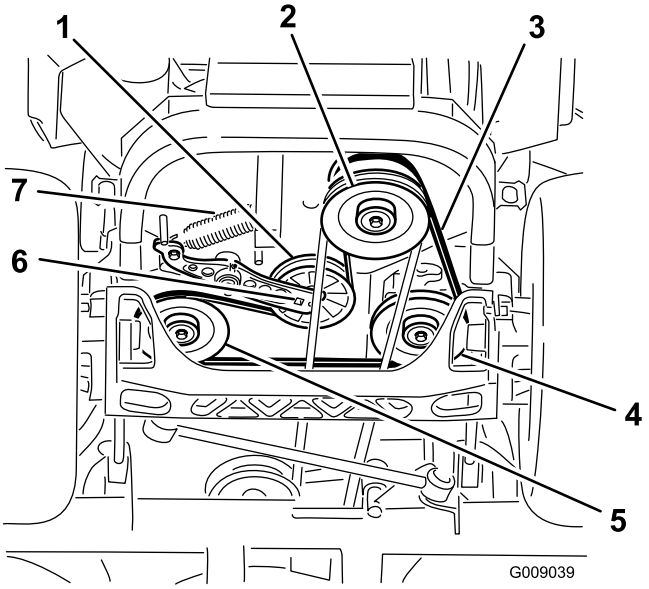

Figuur 76
4. Breng de machine omhoog en ondersteun de machine met kriksteunen (Figuur 76).
5. Gebruik een ratelsleutel in de vierkante opening in de arm van de spanpoelie om de veer te verwijderen (Figuur 76).
6. Haal de veer van de arm van de spanpoelie (Figuur 76).
9. Gebruik een ratelsleutel in de vierkante opening in de arm van de spanpoelie om de veer aan het frame te bevestigen (Figuur 76).